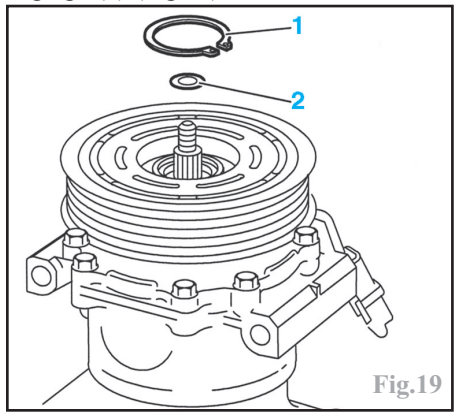

Fig.19
Déposer le circlip (1) et les rondelles de réglage (2) (Fig.19).